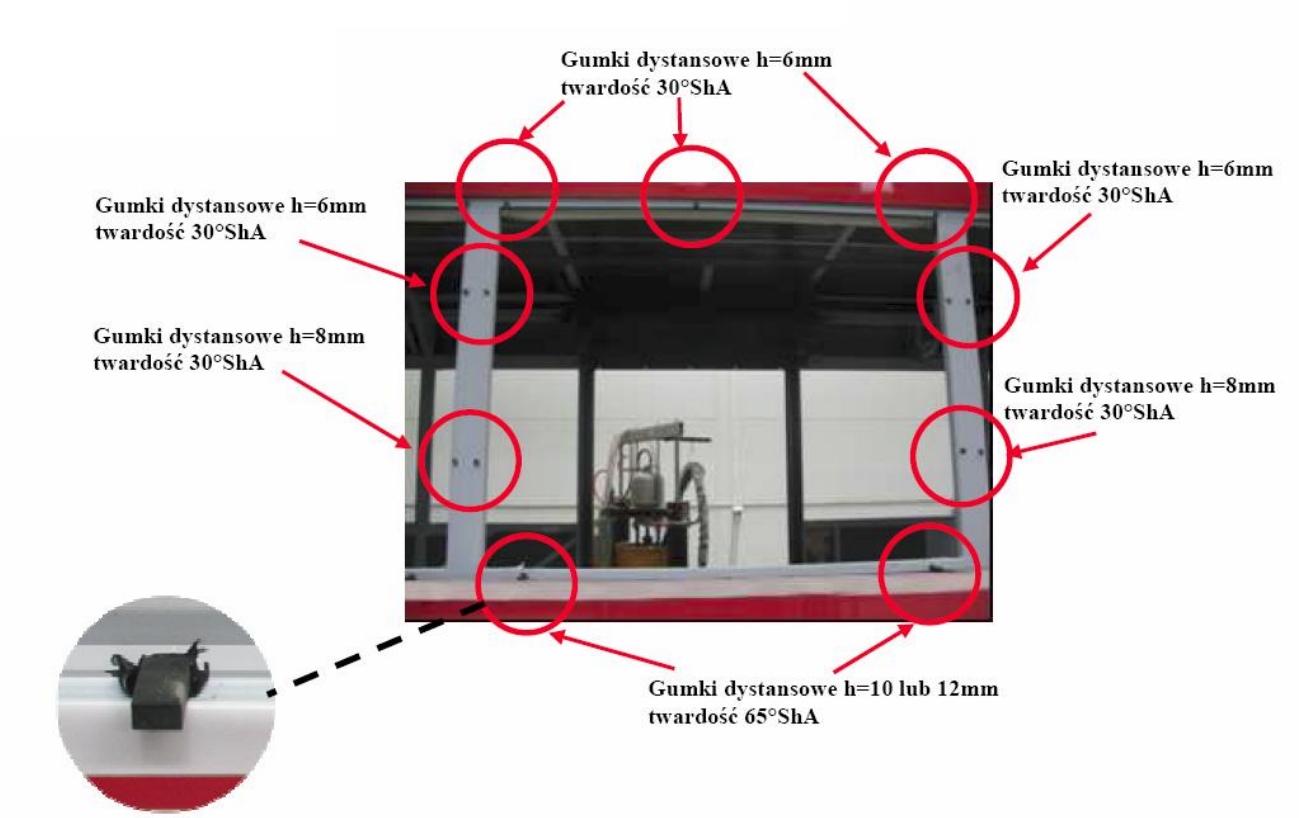

Rys.5 Miejsce klejenia gumowych dystansów na szkielecie.
- Gumowe dystanse przykleić do szkieletu klejem Sikaflex 250PC. Należy stosować 5 typów podkładek gumowych: h[mm]=4,6,8,10 i 12. Na słupkach pionowych należy przykleić podkładki o h=6 i 8mm. Na hopie dolnym przykleić dystanse o h=10mm, w przypadku szyb podwójnych 12mm od brzegu wnęki okiennej. Pod okna uchylne przykleić podkładki dystansowe h=4mm (Rys.5).